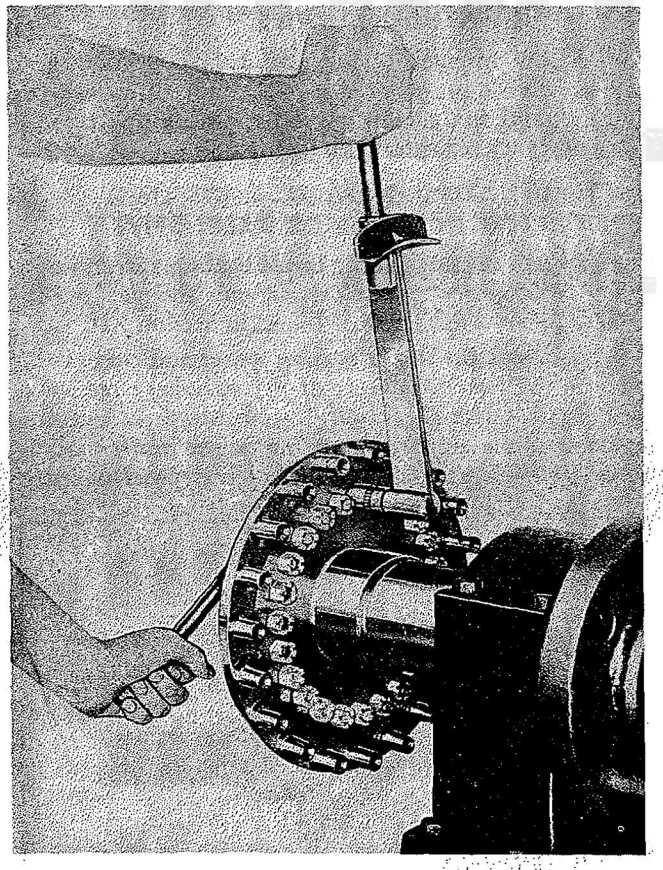

Figure 179—Tightening Pinion Carrier Attaching Nut (16:9)
a. In engines provided with a .5625 (16:9) reduction gear, the crankcase front section assembly is built up on the propeller shaft. In these engines, proceed with the assembly of the crankcase front section as follows: Install the propeller shaft in the holding fixture (Tool No. 803529) in order to facilitate assembly of the pinion carrier and pinions. Lightly coat the body of each pinion carrier attaching bolt with AN-C-53, or its equivalent. Assemble the pinion carrier to the propeller shaft using the attaching bolts and nuts. Tighten these nuts using a torque indicating wrench. Refer to Figure 179. Observe the proper torque value. Refer to the Table of Limits in Section XII. Secure the nuts with cotter pins. Insure that the cotter pins are tight after installation.